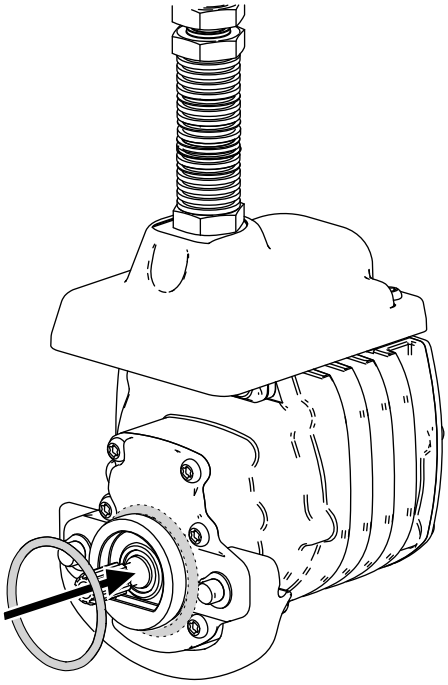

Figuur 3
3. Monteer een O-ring op elke messenkooimotor zoals getoond in Figuur 3.